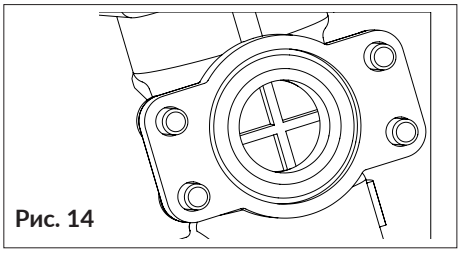
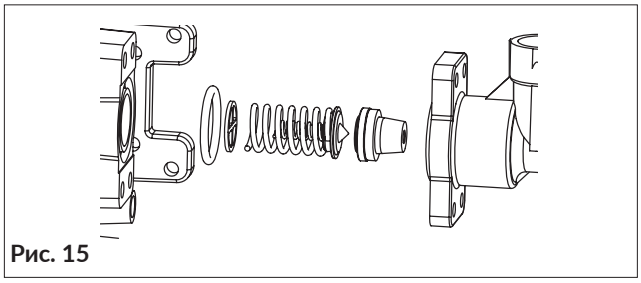

Рис. 14
Рис. 15
- установить клапан и большую пружину, уделяя внимание направлению установки (Рис. 15), и убедиться, что перфорированный направляющий диск пружины находится в соответствующем положении (Рис. 14)